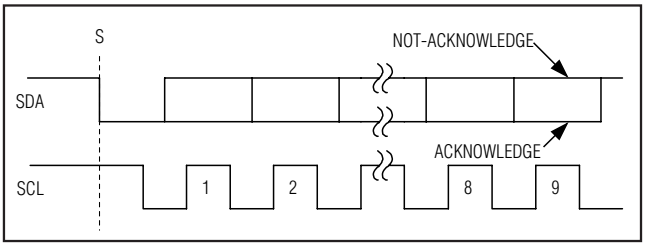

Figure 6. Acknowledge Bits
Data transfers are acknowledged with an acknowledge bit (A) or a not-acknowledge bit ($\overline{A}$). Both the master and the MAX11644/MAX11645 (slave) generate acknowledge bits. To generate an acknowledge, the receiving device must pull SDA low before the rising edge of the acknowledge-related clock pulse (ninth pulse) and keep it low during the high period of the clock pulse (Figure 6). To generate a not-acknowledge, the receiver allows SDA to be pulled high before the rising edge of the acknowledge-related clock pulse and leaves SDA high during the high period of the clock pulse. Monitoring the acknowledge bits allows for detection of unsuccessful data transfers. An unsuccessful data transfer happens if a receiving device is busy or if a system fault has occurred. In the event of an unsuccessful data transfer, the bus master should reattempt communication at a later time.